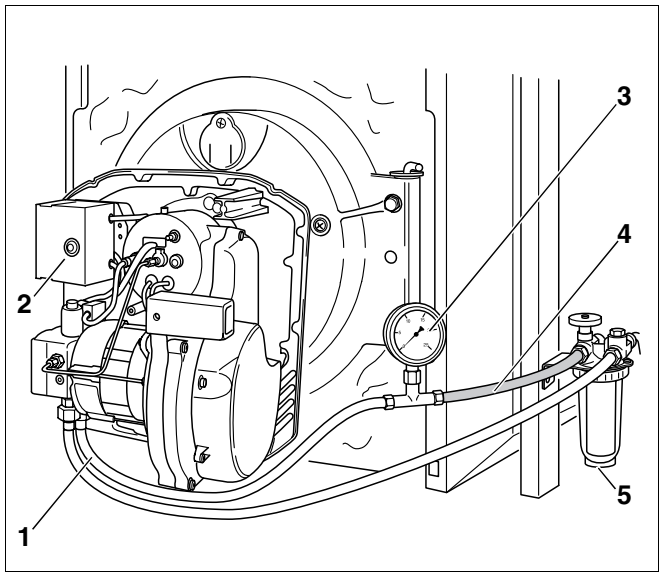

Fig. 29 Filtro del gasolio, vacuometro e flessibile trasparente
- Montare il vacuometro (fig. 29, **pos. 3**) con il flessibile trasparente (fig. 29, **pos. 4**; accessorio), come mostrato nella figura 29 tra il filtro del gasolio (fig. 29, **pos. 5**) e la tubazione di aspirazione del gasolio (fig. 29, **pos. 1**).
- Estrarre il dispositivo di combustione gasolio (fig. 29, **pos. 2**) dallo zoccolo.
- Controllare attraverso il flessibile trasparente che il gasolio aspirato non contenga bollicine (fig. 29, **pos. 4**).
- Chiudere il rubinetto di intercettazione del gasolio sul filtro del gasolio (fig. 29, **pos. 5**, pagina 25) e smontare il flessibile trasparente (fig. 29, **pos. 4**, pagina 25) con il vacuometro (fig. 29, **pos. 3**, pagina 25).
- Fissare la tubazione di aspirazione gasolio (fig. 29, **pos. 1**, pagina 25) al raccordo del filtro del gasolio (fig. 29, **pos. 5**, pagina 25).
- Aprire il rubinetto di intercettazione del gasolio sul filtro del gasolio (fig. 29, **pos. 5**, pagina 25).